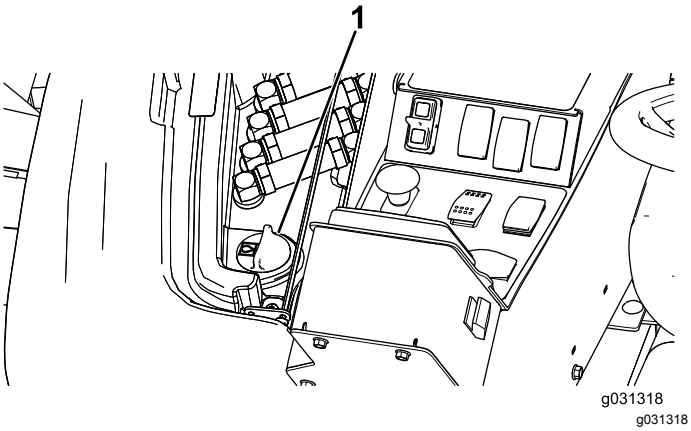

Figur 133
2. På høyre side av maskinen, hev tilgangsdekselet for å eksponere hydraulikktanklokket (Figur 133).
3. Rengjør rundt påfyllingshalsen og lokket på hydraulikktanken (Figur 133).